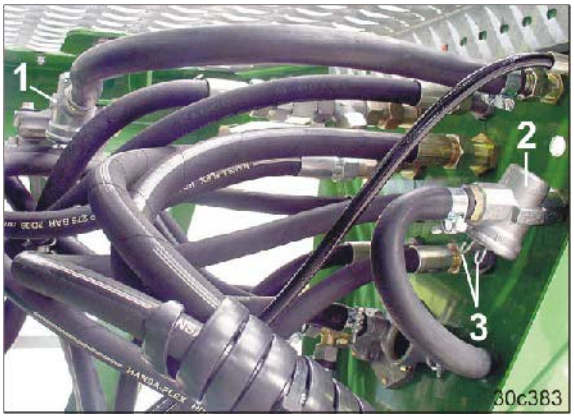

**Fig. 262**
- un filtre sur la conduite de frein (Fig. 262/1)
- un filtre sur la conduite de réserve (Fig. 262/2).
1. Comprimez les deux attaches (Fig. 262/3) et déposez l'élément d'obturation avec le joint torique, le ressort de pression et la cartouche de filtre.